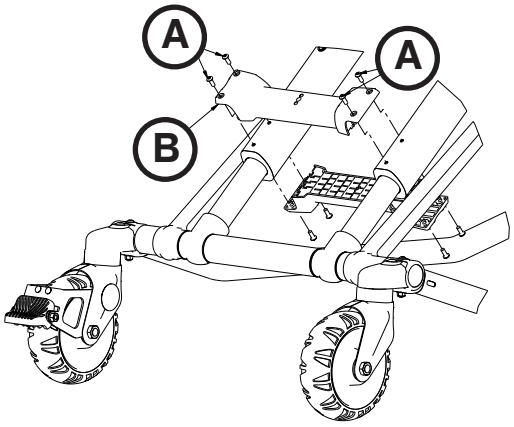

Figura 75
1. Con un cacciavite Torx T25 rimuovere le quattro viti a testa tonda stretta esterne (A) dalla base di irrigidimento (Figura 75).